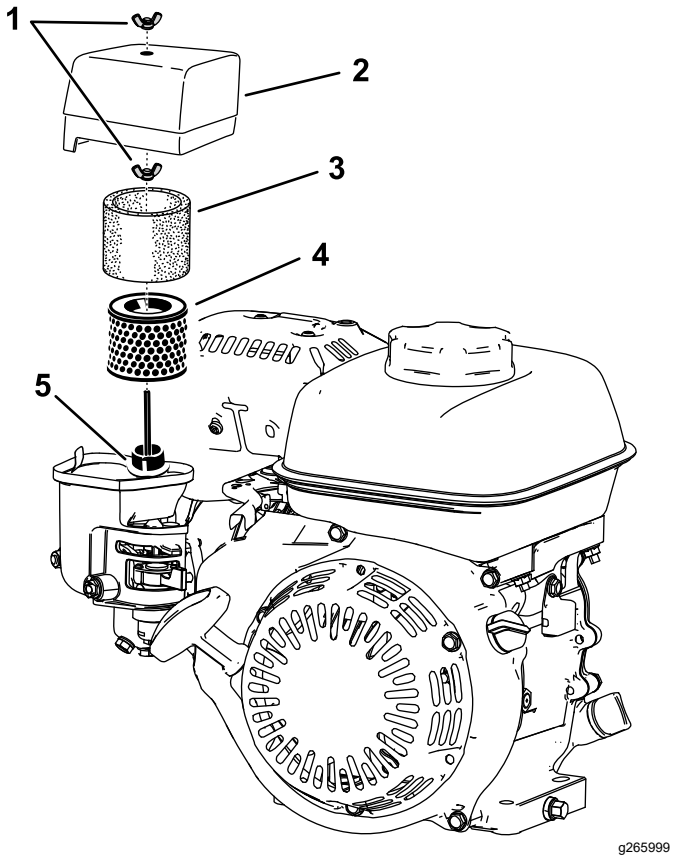

Figura 17
2. Retire a porca de orelhas que prende a cobertura do filtro de ar (Figura 17).